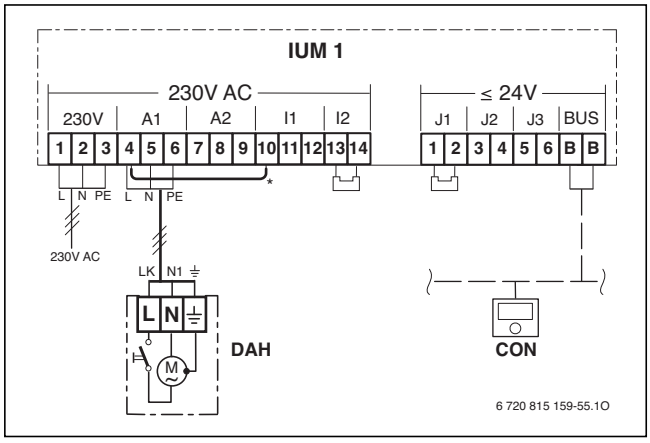

Bild 87 Anschlussplan IUM, Beispiel Funktion als Dunstabzugshaube
- **Dunstabzugshaube:** Bei einer Wärmeanforderung (Heizung oder Warmwasser) wird die eingeschaltete Dunstabzugshaube ausgeschaltet und der Wärmeerzeuger geht in Betrieb (→ Bild 87).
- **Fernstöranzeiger, optisch und akustisch:** Bei einer Sicherheitsabschaltung des Wärmeerzeugers (z. B. bei Gasmangel) liegt am Anschluss A1 des IUM eine Spannung von 230 V AC an. Die Fernstöranzeige spricht an. Die Störung wird so lange angezeigt, bis die Störungen behoben und der Wärmeerzeuger entriegelt wird. Bei entsprechender Kodierung ist der Anschluss von 2 Fernstöranzeigen (A1 und A2, → Bild 87) möglich. Störungen werden auch über die angeschlossene Bedieneinheit angezeigt.
Die gewünschte Funktion wird über eine Kodierung mithilfe einer oder mehrerer Brücken eingestellt (→ Bild 87, Anschlussklemmen J1-J3).